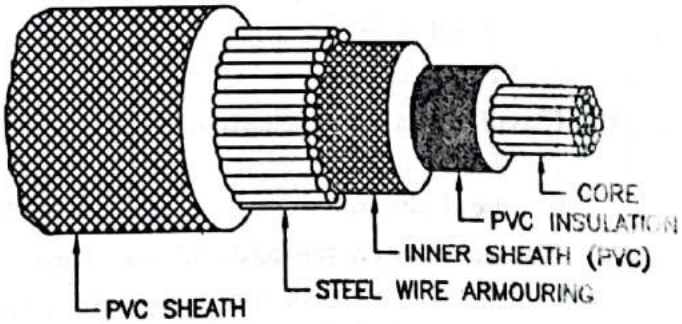

**FIG. 5.16 : CONSTRUCTION OF SINGLE CORE PVC CABLE**
- General construction of underground cable is shown in Fig. 5.16. Its main parts are as follows.